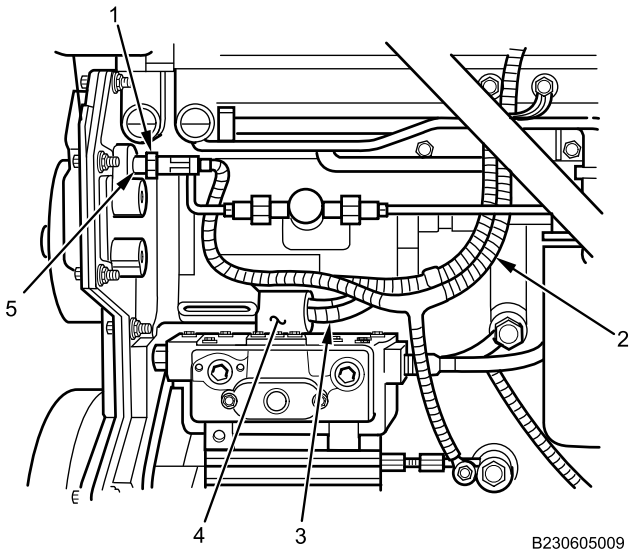

Figure 6. IPR Sensor and Electrical Connector.
6. Position wire harness (Figure 6, Item 2) in original position.
7. Apply dielectric grease in electrical connector (Figure 6, Item 3) and connect on IPR sensor solenoid (Figure 6, Item 4).
8. Apply dielectric grease in electrical connector (Figure 6, Item 1) and connect on oil temperature sensor (Figure 6, Item 5).